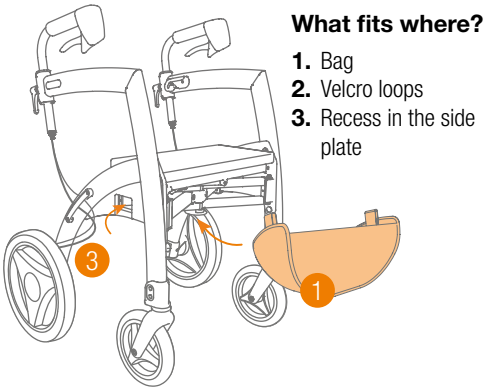

Figure 3: Attach the bag.
c. The bag is not symmetrical, the sides follows the shape of the frame. Determine the front of the bag and place it under the seat **(Figure 3)**.